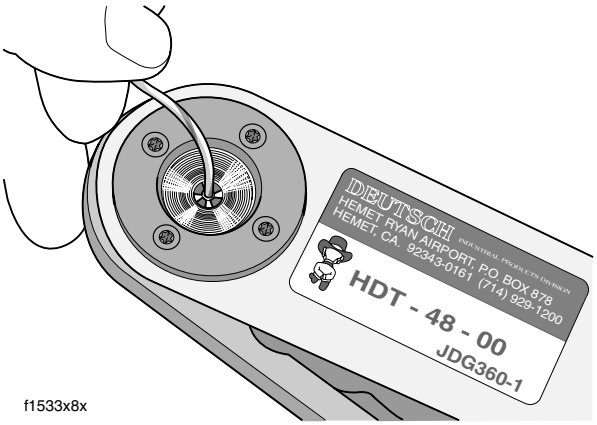

Figure B-9. Deutsch Solid Barrel Contact Crimping Procedure
4. Raise selector knob and rotate until selected wire size stamped on wheel is aligned with “SEL. NO.” arrow. See upper frame of Figure B-9.
8. Slowly squeeze handles of crimp tool until contact is centered between indentor points. See middle frame of Figure B-9.
10. Insert bare wire strands into contact barrel. See lower frame of Figure B-9.